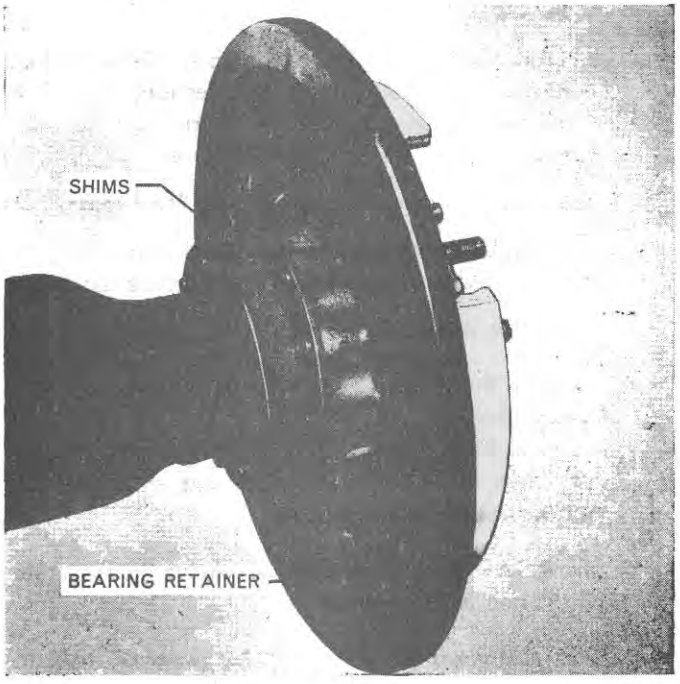

Figure 5
3. Remove the shims from the bearing retainer and identify for reassembly purposes, Figure 5. Detach the brake camshaft.